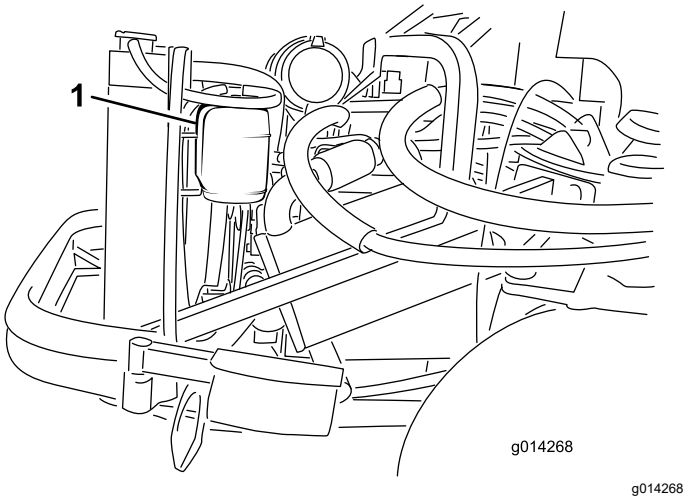

Figur 44
1. Kontrollera kylvätskenivån i expansionstanken (Figur 44). Nivån bör ligga mellan markeringarna på sidan av tanken.